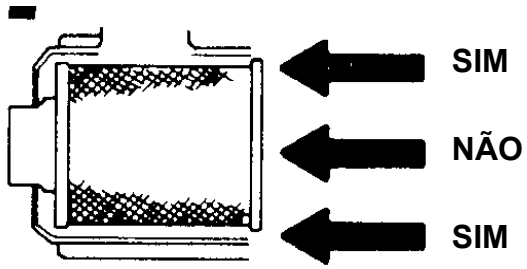

FIGURA 7-8
**b.** INSIRA O FILTRO CORRETAMENTE. A área de vedação está na parte interna da extremidade aberta do filtro primário. Um filtro novo possui um lubrificante seco para ajudar na instalação. A área de vedação crítica estica ligeiramente, faz um ajuste automático e distribui a pressão de vedação uniformemente. Para concluir uma vedação firme, aplique pressão no aro externo do filtro, não no centro flexível. Não é necessário pressionar a tampa para prender a vedação (Figura 7-8).